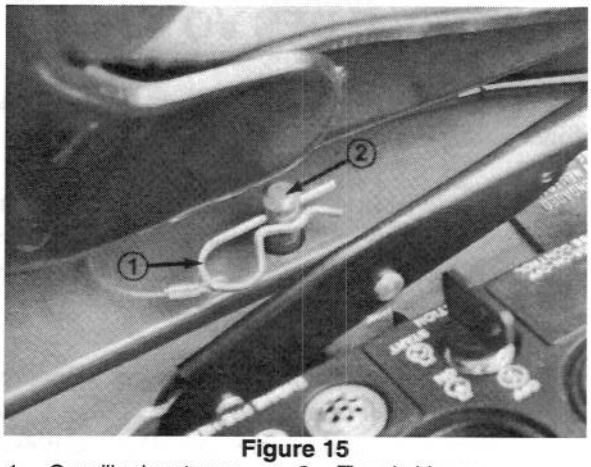

Figure 15
1. Enlever la goupille de retenue de la tige de blocage du siège (Fig. 15).